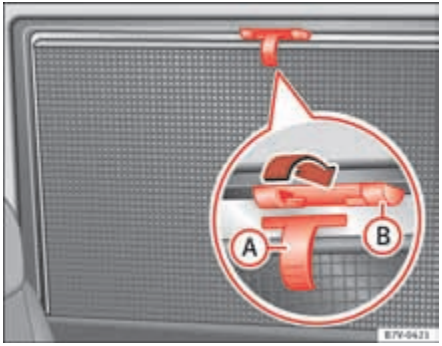

Fig. 70 On the rear right-hand window: sun blind.
- Pull the sun blind by the handle ⇒ page 122, fig. 70 (A) up to the top.
- Hook both rings of the fastening rod in the spaces provided (B). Check that the sun blind is securely hooked into the spaces provided when it has been lowered (B).